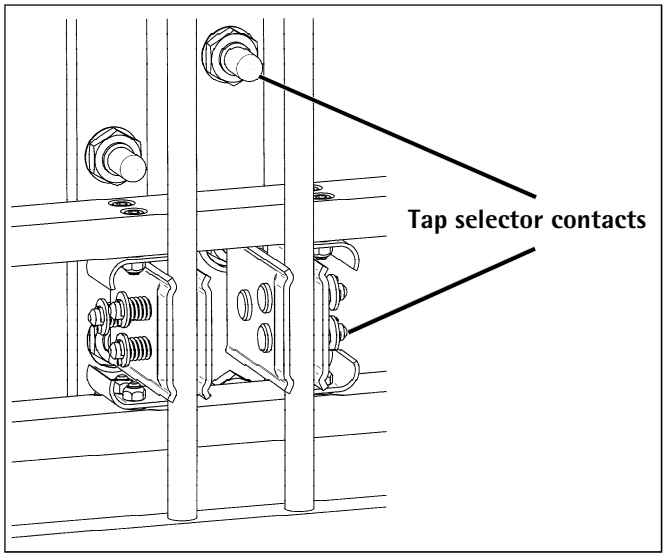

Fig. 22: Tap selector contacts
- Silver-plated contacts and connecting leads (see Fig. 22, 23)